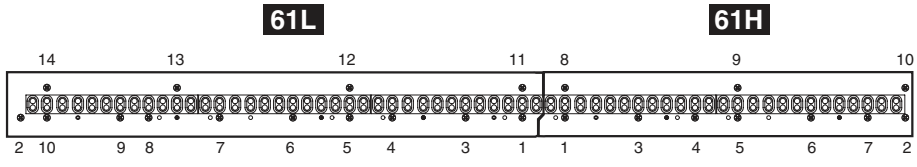

Fig. 9 (図9)
* ***When installing the 61L circuit board, tighten the screws in numerical order from 1 to 14. (Fig. 9)***
※ **61Lシートを取り付ける際、ネジを1から14まで順に締めてください。(図9)**
* ***When installing the 61H circuit board, tighten the screws in numerical order from 1 to 10. (Fig. 9)***
※ **61Hシートを取り付ける際、ネジを1から10まで順に締めてください。(図9)**